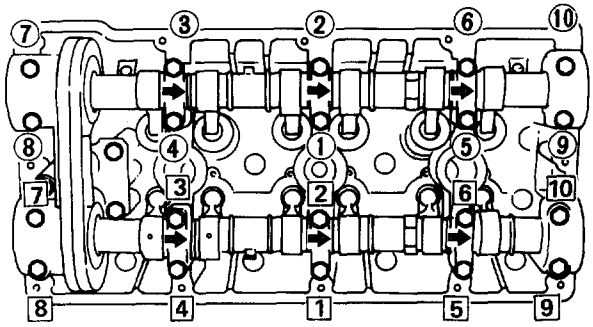

Fig. 6A-37
4) Measure the camshaft thrust clearance with a dial indicator. Replace the camshaft and/or the cylinder head if the camshaft thrust clearance exceeds the specified limit (Fig. 6A-38).